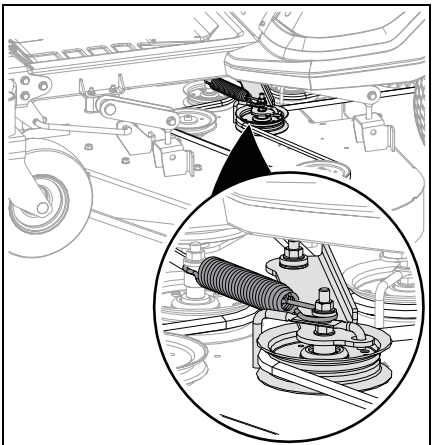

Bild 29
3. Anslut fjädern till styrrullen. Se Bild 29.